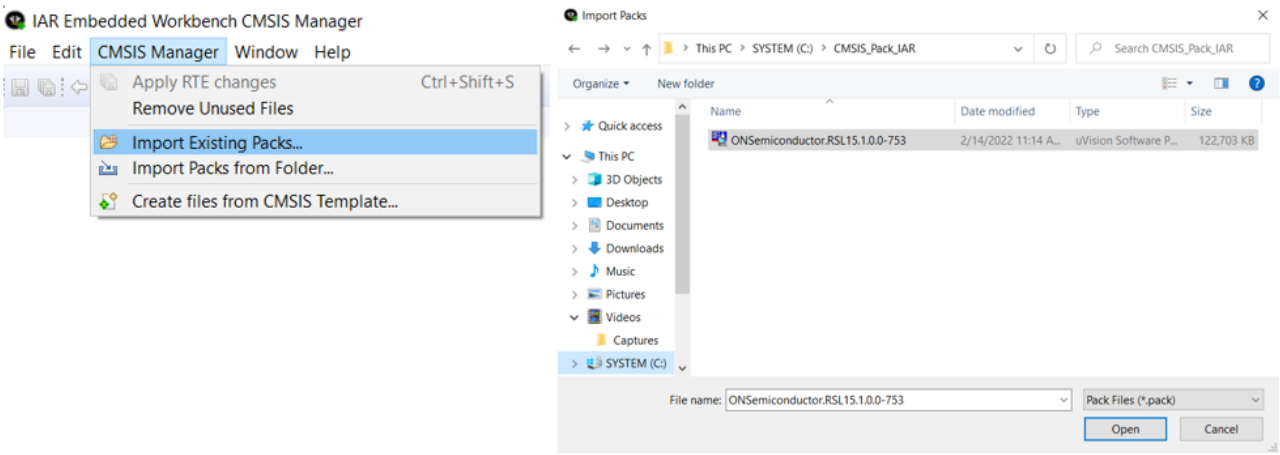

Figure 31. Installing the RSL15 CMSIS_Pack for the IAR Embedded Workbench IDE
3. Click on **CMSIS Manager** > **Import Existing Packs**, select your pack file *ONSemiconductor.RSL15.***`<version>`***.pack*, and click **Open** (see the "Installing the RSL15 CMSIS_Pack for the IAR Embedded Workbench IDE" figure (Figure 31)). <version> is the RSL15 version.